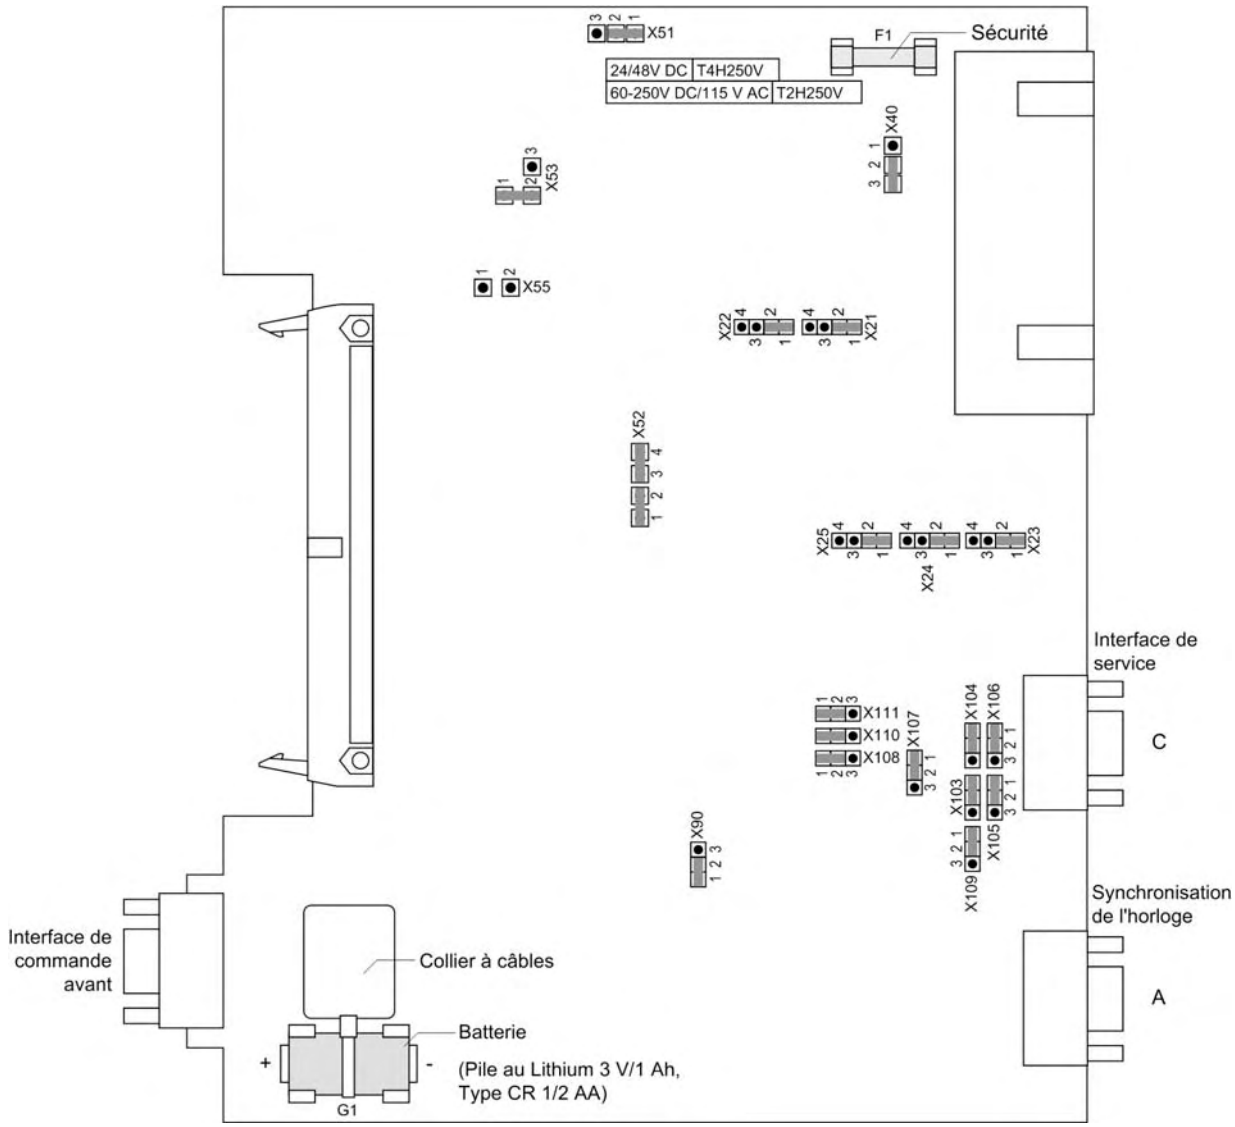

Fig. 3-5 Carte processeur C-CPU-2 avec représentation des cavaliers nécessaires au contrôle du réglage
- Contrôlez les cavaliers suivant les fig. 3-5 à 3-12 et les explications données pour les changer de place ou les enlever suivant le cas.